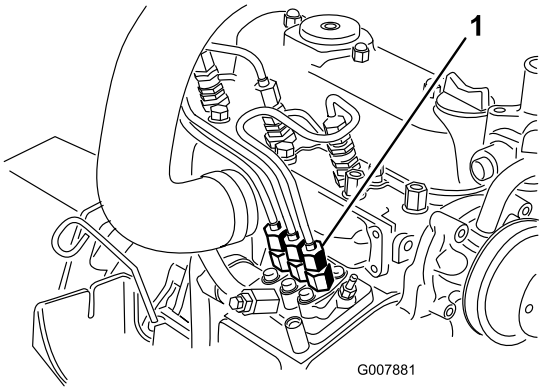

Figur 44
1. Plasser en fille under rørforbindelse fra innsprøytningspumpen til injektormunnstykke nummer 1, som vist i Figur 44.